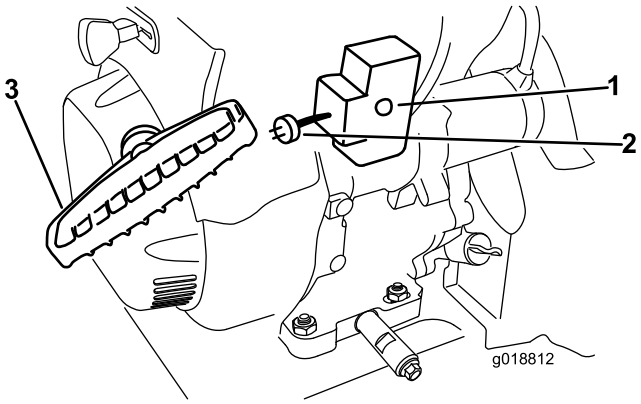

Rysunek 30
7. Uruchom maszynę, pociągając za rozrusznik linkowy lub naciskając przycisk rozrusznika elektrycznego (Rysunek 30).